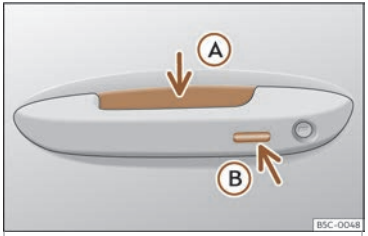

Fig. 78 Asa da porta:superficies sensoras
»» **fig. 78**
- Agarre o asa dunha das portas dianteiras. Ao facelo tocará a superficie do sensor ››› **fig. 78** Ⓐ (frecha) da asa e desbloqueará o vehículo.
- Prema *unha vez* a superficie sensora de bloqueo››› **fig. 78** Ⓑ (frecha) da asa dunha das portas dianteiras. A porta cuxa asa estea activada deberá estar pechada.
- Toque *unha vez* a superficie sensora ››› **fig. 78** Ⓑ (frecha) da asa dunha das portas dianteiras. O vehículo bloquéase co sistema de seguridade “Safe”››› **páx. 106**. A porta cuxa asa estea activada deberá estar pechada.
- Toque *dúas veces* a superficie sensora ››› **fig. 78** Ⓑ (frecha) da asa dunha das portas dianteiras para bloquear o vehículo sen activar o sistema de seguridade “Safelock” ››› **páx. 106**.
- Prema o botón de peche do mando a distancia e toque unha vez, nos 5 segundos seguintes, a superficie sensora de bloqueo da asa da porta do condutor››› fig. 78 Ⓑ. Non agarre a asa da porta, pois de ser así, o vehículo non se bloqueará. Tamén se pode realizar a desactivación se o vehículo está bloqueado a través da pechadura da porta do condutor.
Para **pechar coa función de confort** todas as fiestras eléctricas e o teito de vidro, manteña un dedo durante uns segundos sobre a superficie sensora de bloqueo››› fig. 78 Ⓑ (frecha) da asa da porta ata que se pechen as fiestras e o teito.
As superficies sensoras das asas das portas poderían activarse ao recibir un chorro de auga ou de vapor a gran presión en caso de que houbera algunha chave do vehículo válida na zona próxima. Se polo menos unha das fiestras con alzavidros eléctrico está aberta e a superficie sensora>>> fig. 78 Ⓑ (frecha) dunha das asas está activada de forma permanente, pecharanse todas as fiestras.
- **OU BEN**: toque *dúas veces* a superficie sensora situada na parte exterior da asa da porta››› **fig. 78** Ⓑ.